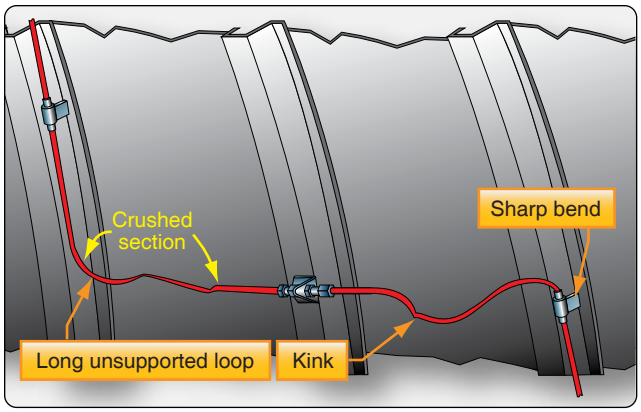

Figure 17-25. *Sensing element defects.*
5. Dents and kinks in sensing element sections. Limits on the element diameter, acceptable dents and kinks, and degree of smoothness of tubing contour are specified by manufacturers. No attempt should be made to straighten any acceptable dent or kink, since stresses may be set up that could cause tubing failure. *[Figure 17-25]*